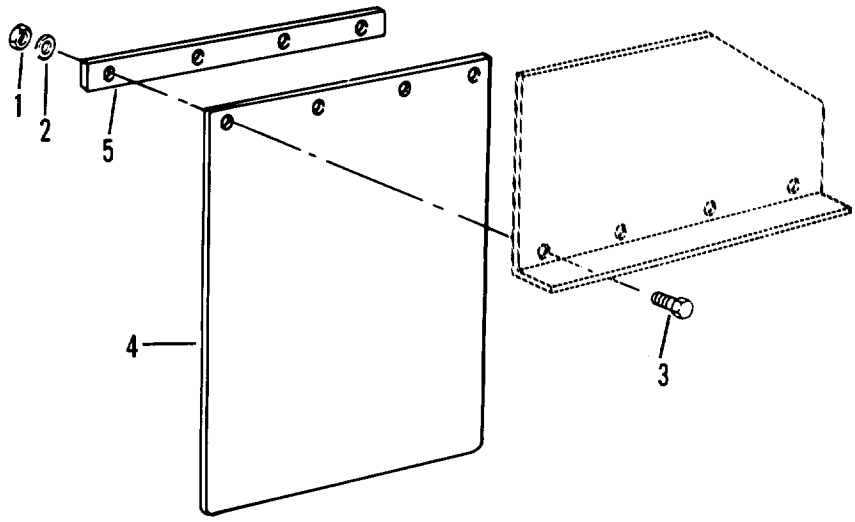

Figure 4-53. Splash guard
(1) Remove four nuts (1, figure 4-53), washers (2) and screws (3) from splash guard (4).
(2) Remove backing strip (5) and splash guard (4).
(1) Position splash guard (4, figure 4-53) and backing strip (5).
(2) Secure splash guard (4) with four screws (3), washers (2) and nuts (1).